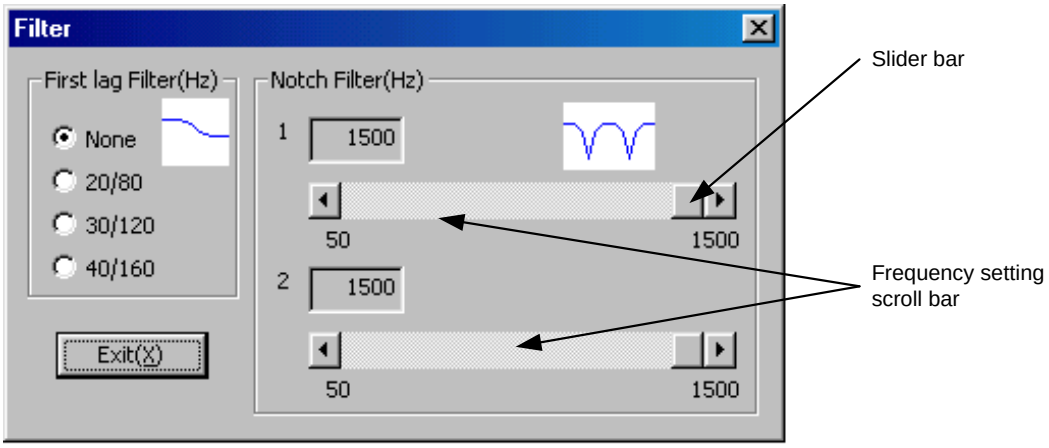

Figure 7.17 "Filter" dialog box
(3) Filter setting
Click *"Filter (F)"* under "Servo Tuning" to display the "Filter" dialog box (see Figure 7.17).